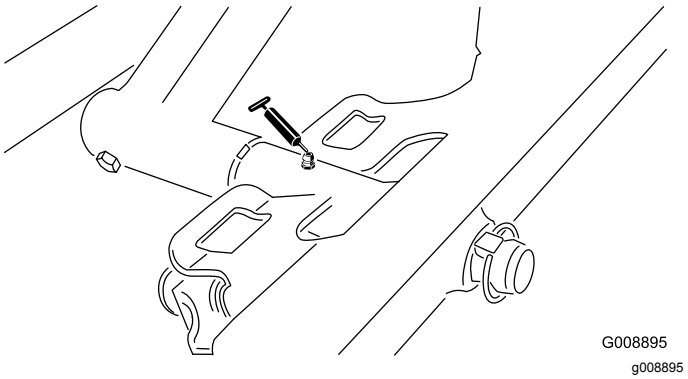

Figur 50
- Fremre klippeenhetsaksel (Figur 50)